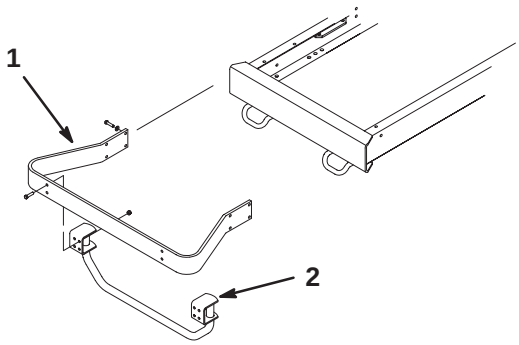

Figure 18
3. Attach the bumper bracket to the frame using eight 3/8–16 x 1–1/4" lg. bolts, washers, and nuts. (Fig. 18).
4. Secure the guard assembly to the bumper bracket with four carriage bolts (Fig. 18).